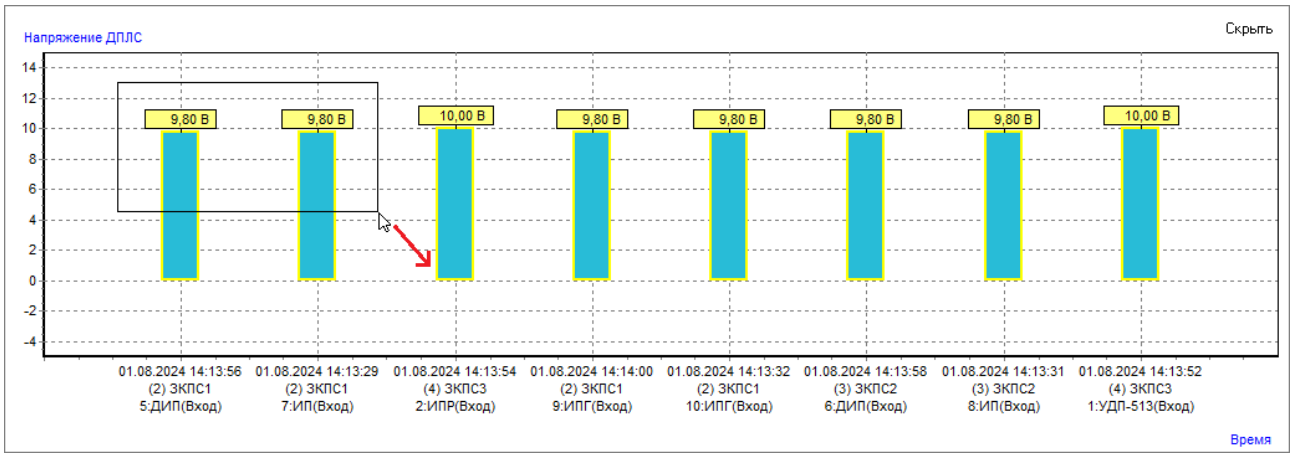

Рисунок 12-55 Увеличение масштаба области диаграммы
– чтобы увеличить масштаб области на диаграмме, выделите в области построения диаграммы ту область, которую необходимо увеличить, по направлению слева-сверху вправо-вниз (см. Рисунок 12-55);